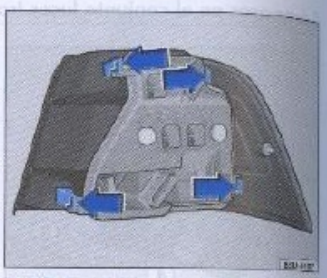

Fig. 150 Soporte de las lámparas en el conjunto linternas traseras
– Presione las trabas ⇒ fig. 150 en el sentido de las flechas y remueva el soporte de las lámparas.